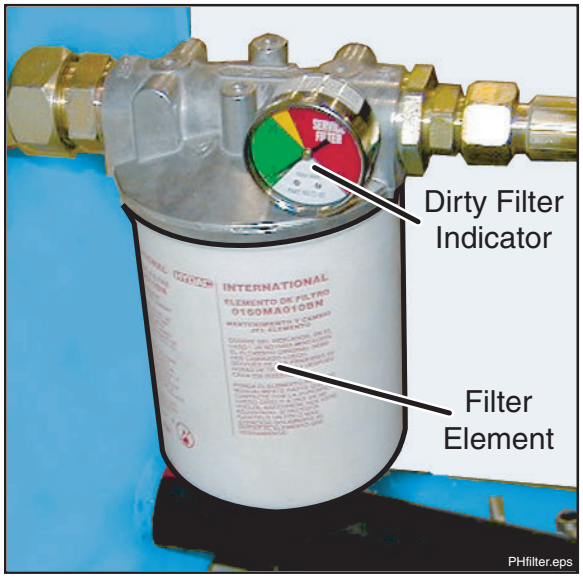

Figure 28
- The model SP 305 is equipped with a recirculation type of filtration system, meaning that there is a pump that sucks oil from the reservoir, pumps it through the filter and cooler, and back to the tank. Whenever the engine is running, oil is being filtered. The filtration is done with a spin-on filter assembly (Figure 28). It is equipped with an integral bypass check valve set at 30 PSI. The bypass valve protects the filter element from damage, as explained below. The assembly is equipped with an anti-back-flow check valve, which prevents oil from draining out of the tank while you are changing the spin-on element. There is a dirty filter indicator to tell you when the element is dirty. You should replace the element whenever the indicator enters the yellow area and the oil is heated above 20 degrees Celsius. Under normal circumstances, the element will need replacement about every 6 months. The element has been designed to remove all particles large enough to cause undue wear and jobsite breakdowns (beta 10 = 200). You can keep the hydraulic system running year after year by replacing the element when replacement is due. Do not substitute "will fit" elements in this housing.